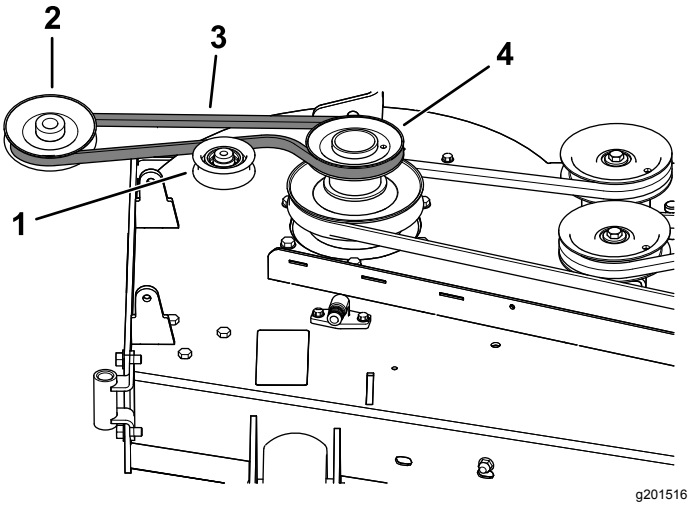
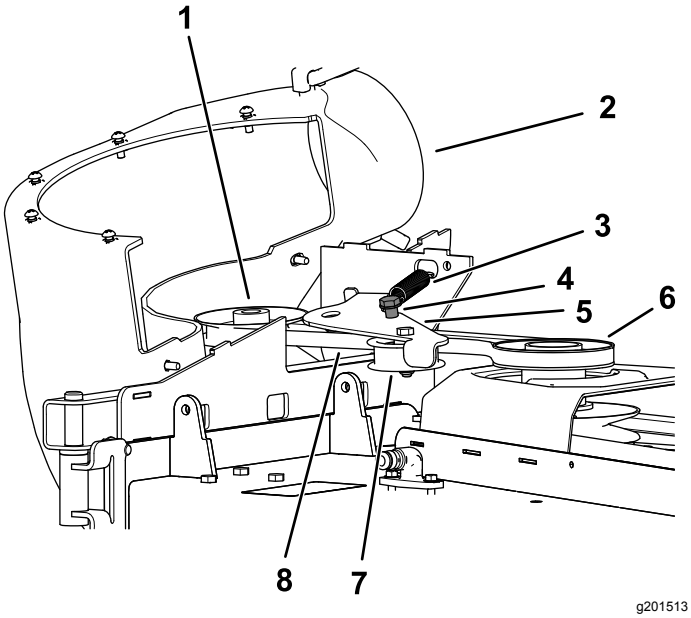

Figur 25
Figur 26
1. Monter om nødvendigt remmen på blæserremskiven (Figur 25).
1. Monter remmen rundt om blæserremskiven (Figur 25 og Figur 26). Se 10 Montering af blæserenheden (side 14).
3. Træk den fjederbelastede styreremskive væk fra den faste fjederstang, og før remmen rundt om plæneklipperskjoldets remskive (Figur 26).
4. Før remmen omkring drivremskiven som illustreret i Figur 25 og Figur 26.